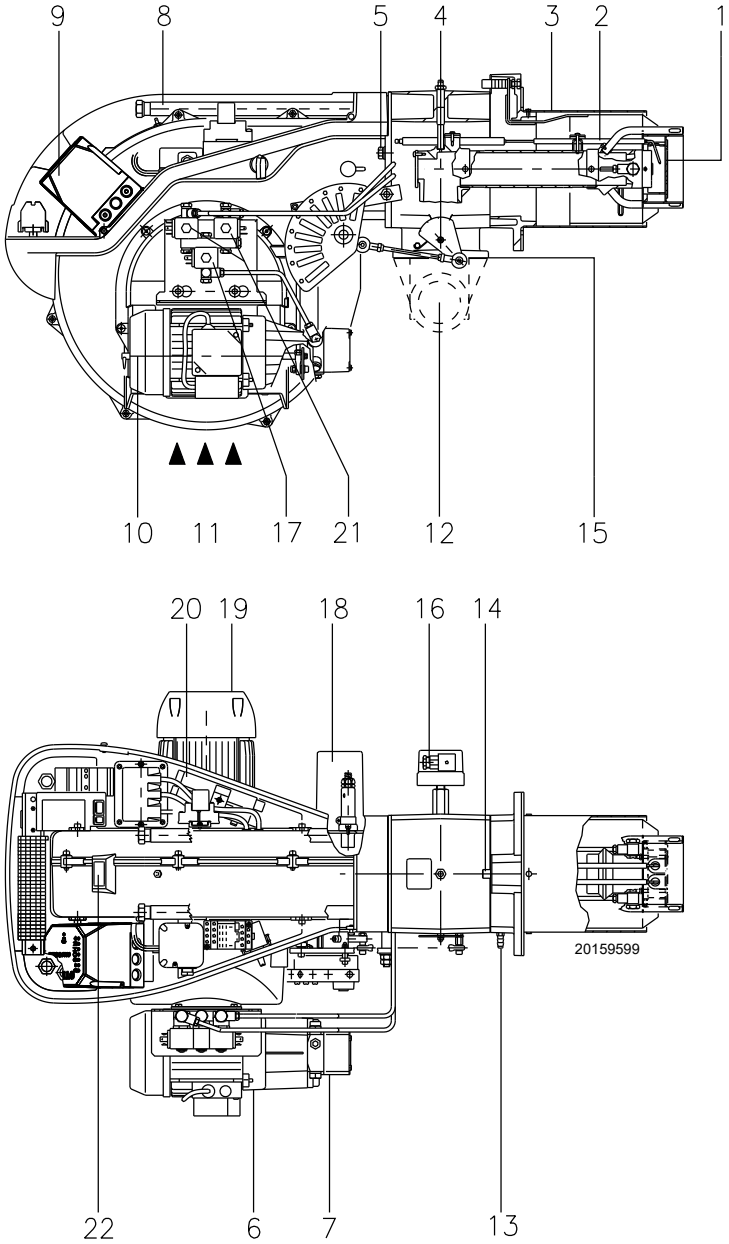

Fig. 6
(1) Reference conditions: Ambient temperature 20°C - Gas temperature 15°C - Barometric pressure 1013 mbar - Altitude 0 m a.s.l.
(2) Pressure at test point 5)(Fig. 6) with zero pressure in combustion chamber and at maximum burner output.
(3) Sound pressure measured in manufacturer's combustion laboratory, with burner operating on test boiler and at maximum output. The sound power is measured using the "Free Field" method, required by EN 15036 standard, and according to an “Accuracy: Category 3” measurement, as described in EN ISO 3746.
control box lockout: if the control box 9)(Fig. 6) push-button lights up, it indicates that the burner is in lockout.